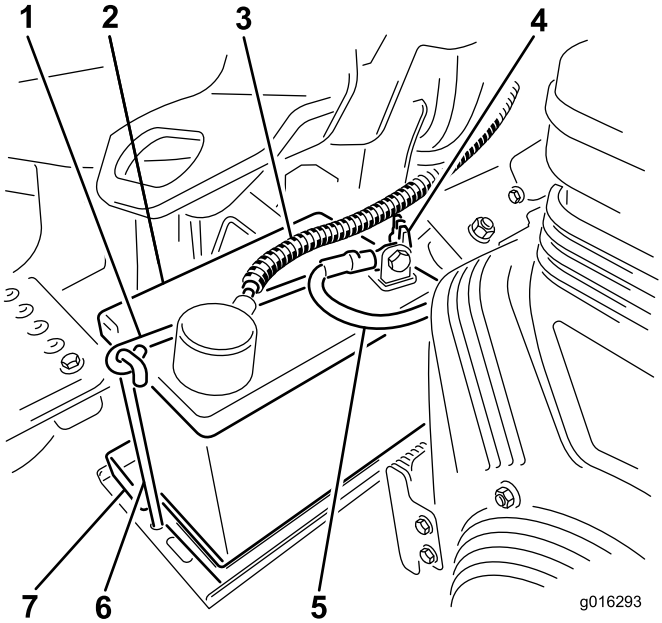

Figur 8
7. Placer batteriet på batteribakken, og fastgør det med batteriklemmen og fastgørelsesanordningerne, der blev fjernet før (Figur 8).
8. Slut pluskablet (rødt) til pluspolen (+) og minuskablet (sort) til minuspolen (–) på batteriet, og fastgør dem med bolte og møtrikker (Figur 8). Skyd gummikappen ind over pluspolen for at forhindre eventuel kortslutning.